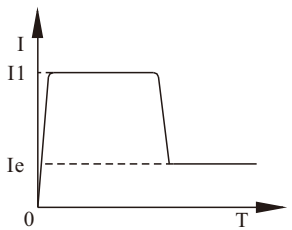

Figure 10
b) Figure 10 illustrates the motor current waveform in current-limit starting mode, where I1 is the set starting current limit. When the motor starts, the output voltage increases rapidly until the motor current reaches the set limit I1 and is held at or below this value. The motor then accelerates as the output voltage rises gradually. When the motor reaches rated speed, the bypass contactor closes, and the output current drops rapidly to the motor's rated current Ie or below, completing the starting process.